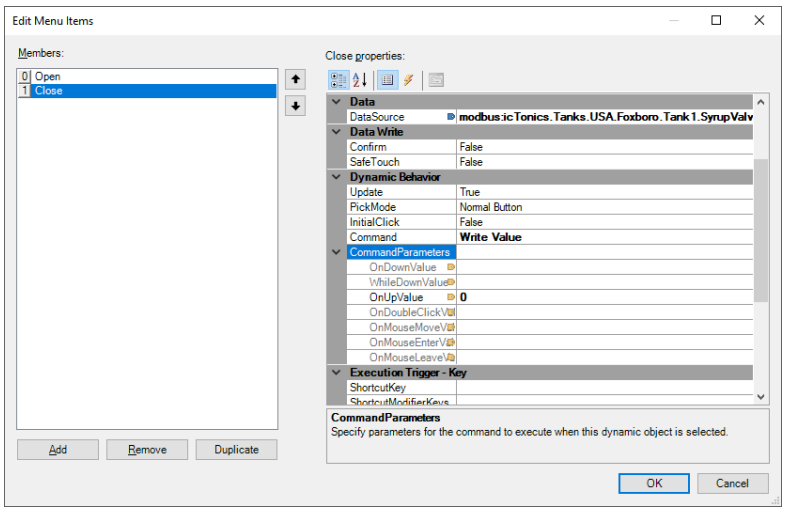

Figure L3A.4 - Popup Menu Configuration
1. For the steps in this section, refer to the first figure in this (Figure L3A.1) as a reference.